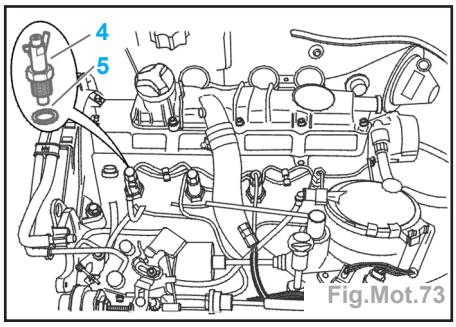

Fig.Mot.73
- les porte-injecteurs (4) en utilisant la douille [1] (Fig.Mot.73),
- les rondelles d'étanchéité (5).
- les rondelles d'étanchéité (5) (Fig.Mot.73),